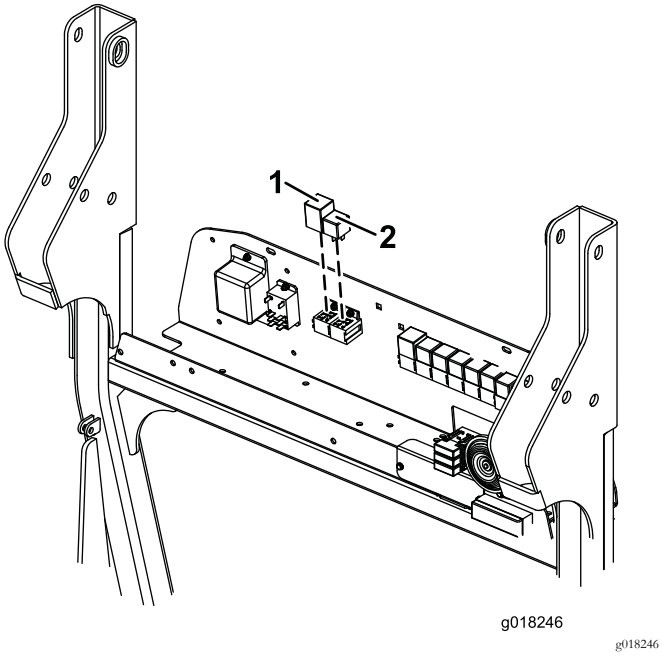

Figur 12
5. Koble blinklysreleet til den ledige relékontakten til venstre og det standard kortslutningsreleet til den ledige relékontakten til høyre (Figur 12).